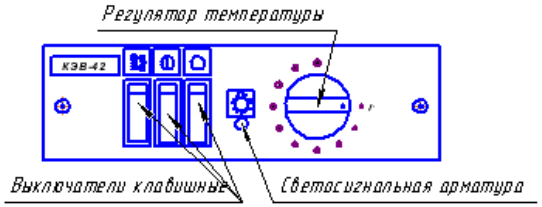

Рис. 1 Панель управления
7.2. Органы управления калорифера – светосигнальная арматура, клавишные выключатели, регулятор температуры размещены на панели управления рис.1, расположенной на стороне вентиляторов калорифера.